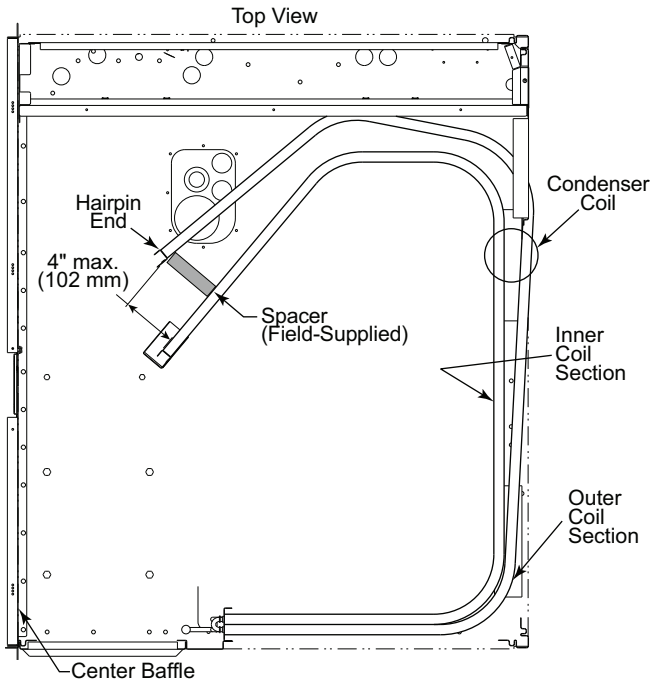

Fig. 16 — Separating Coil Sections
8. Insert a spacer (field-supplied) between the tube sheets to hold the coils apart (see Fig. 16).